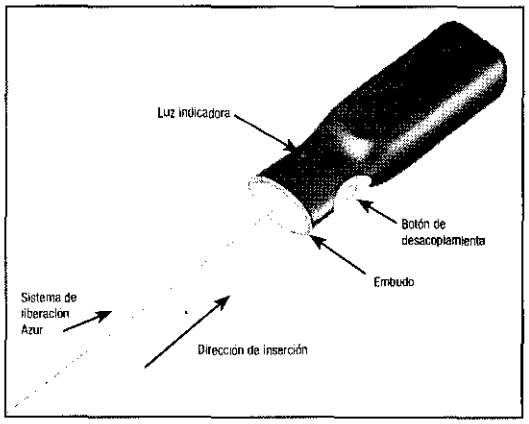

Figura 2 – Controlador del desacoplamiento Azur
14. Antes de utilizar el dispositivo, saque el extremo próximal del sistema de liberación del ara dispensador. Tenga cuidado de no contaminar este extremo del sistema de liberación con sustancias extrañas, como sangre o medio de contraste. Introduzca firmemente el extremo proximal del sistema de liberación en la parte en forma de embudo del controlador del desacoplamiento Azur. Vea figura 2. **No presione todavía al botón de desacoplamiento.**
30. Conecte el extremo proximal del sistema de liberación al controlador del desacoplamiento Azur introduciendo firmemente el extremo proximal del sistema de liberación en la parte en forma de embudo del controlador del desacoplamiento Azur. Vea la figura 2.